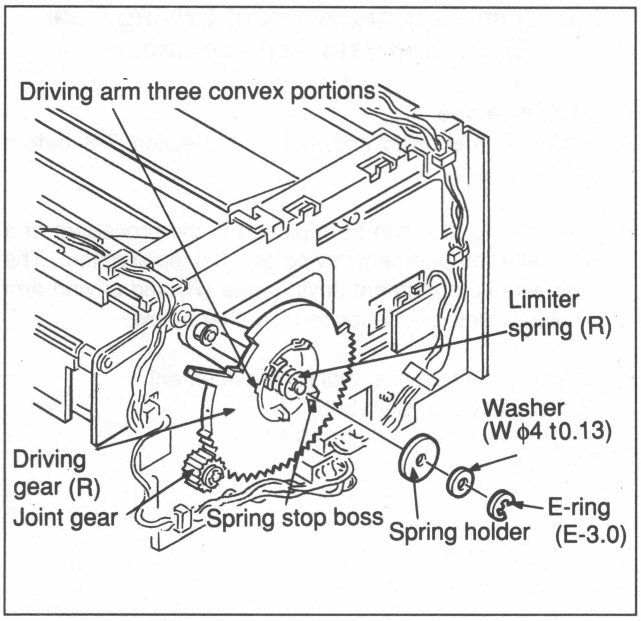

Fig. 7-8-14 Driving Gear (R) Removal
1. Driving Gear (R) Ass'y Removal (Refer to Fig. 7-8-14.)